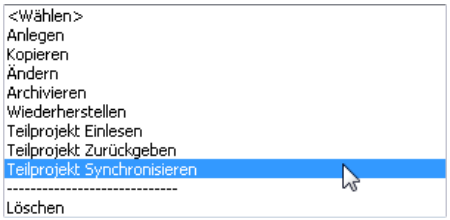

Bild 17.26 – Das zurückgegebene Teilprojekt wird per *Synchronisierung* ins Hauptprojekt übernommen
- indem Sie in der Projektverwaltung das betreffende **Gesamtprojekt** markieren. Rufen Sie dann die Funktion *Teilprojekt Synchronisieren* auf (Abb. 17.26).